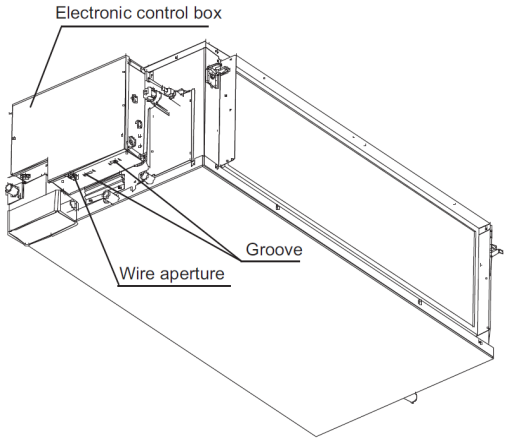

Fig. 19 —LED Display Panel Installation Location
2. The display panel has buckles on the bottom that are used to secure it to the control box as shown in Fig. 19.